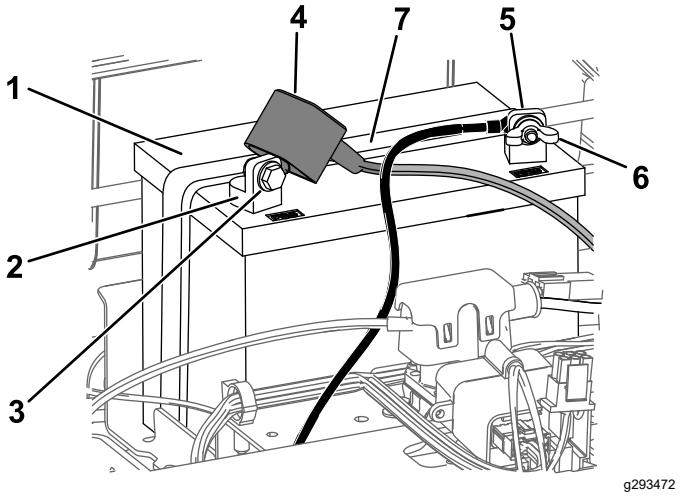

Figur 50
4. Lossa den jordade minuskabeln (svart) från batteripolen (Figur 50).
6. Lossa pluskabeln (röd) från batteripolen (Figur 50).
7. Ta bort batteriets låsfäste (Figur 50) och lyft ut batteriet ur batterilådan.
1. Placera batteriet i lådan (Figur 50).
5. Fäst batteriet med låsfästet (Figur 50).